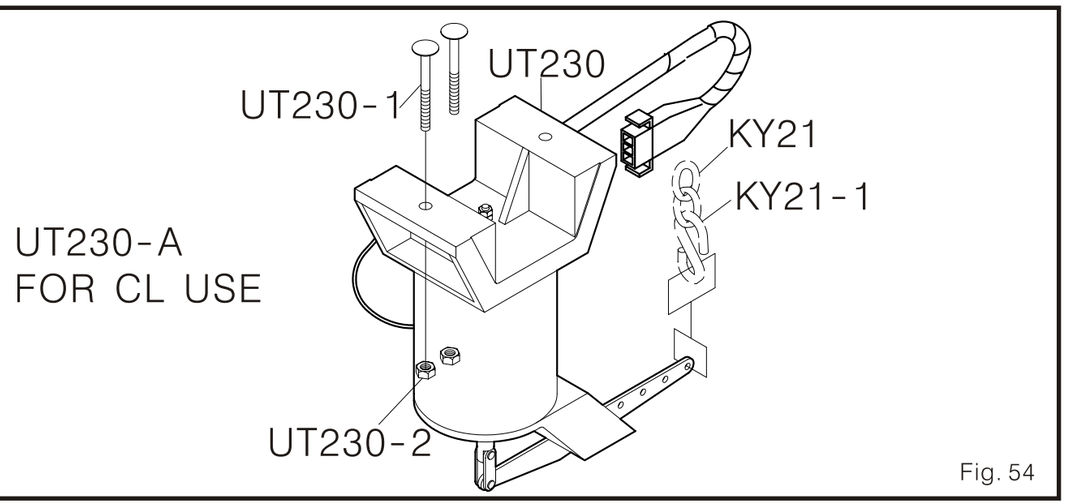

Fig. 54
1. Ensamble la guia del pie-prénsatelas. UT230-A, debajo de la mesa, y ensamble la cadena, KY21, en mj38. (Fig. 54)